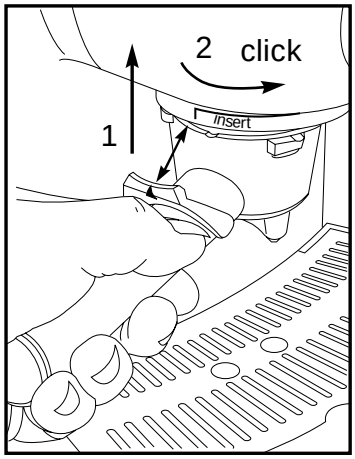

fig. 3
h. Insert porta filter into filter holder by lining up arrow on thumb guard with INSERT line (fig. 3) Make sure the thumb guard is pulled back towards the handle.